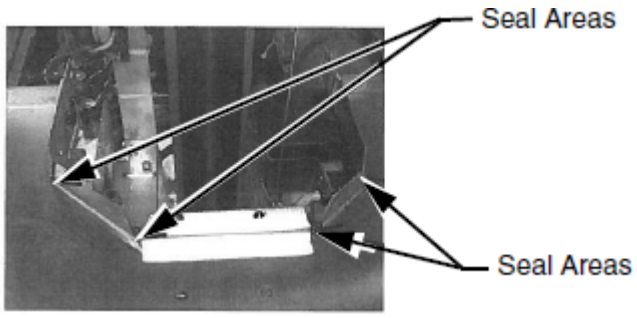

Figure 15-4. Apply RTV to V-Shaped Cut-Outs
4. Apply RTV to bottom of each V-shaped cut-out around interface with column covers (see *Figure 15-4*).